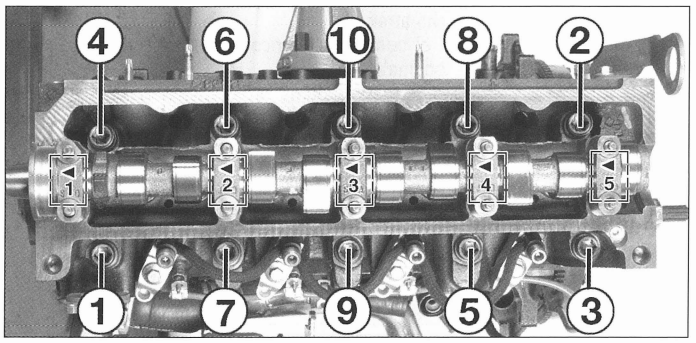

FIG. 38
• Aflojar los tornillos de fijación de la culata en el orden indicado **(fig. 38).**